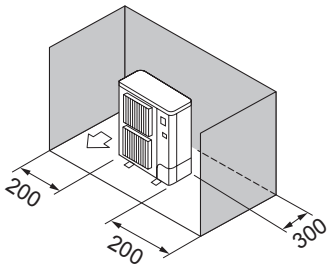

Fig. 3-7
③ Окружающие предметы - только сзади и с боковых сторон (Fig. 3-7)